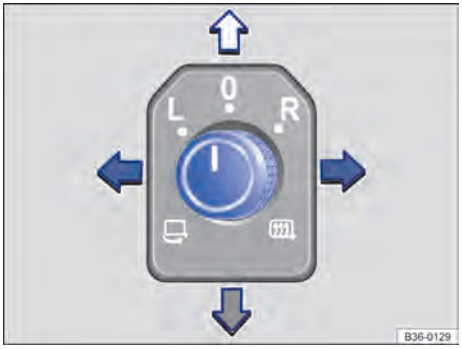

**Fig. 85** En la puerta del conductor: mando giratorio de los retrovisores exteriores.
2. Gire el mando situado en la puerta del conductor hasta el símbolo deseado → fig. 85.